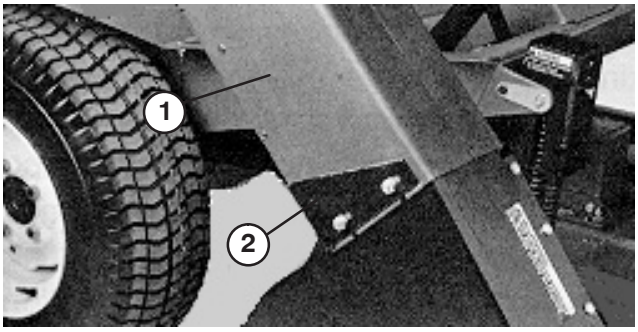

Figure 27
4. Slide chute over blower opening and onto mounting studs (Fig. 27).